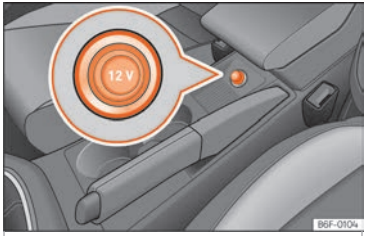

Fig. 126 Front power socket.
- Remove the plug from the socket located in the centre console ››› Fig. 126.